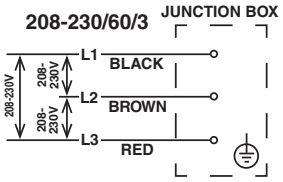

**Fig. 7**
- Electrical connection must be made in accordance with the instructions on the "WARNING" tag, provided with the pig tail leads in the junction box. See Fig. 7.